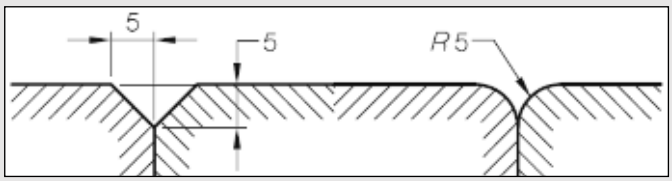

Figure 2
- 0 ±5mm change in level provided the edges have a beveled or rounded edge to reduce the likelihood of tripping – *see Figure 2*